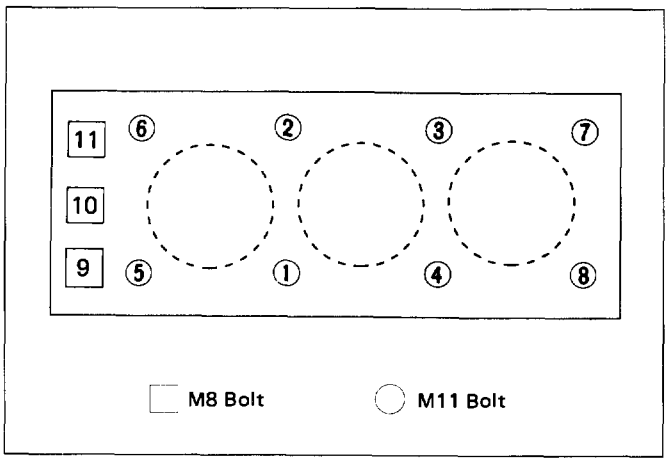

Fig. 6A1-56
- Using special tools, tighten fixing bolts to the specified torque, in sequence shown in Fig. 6A1-56.